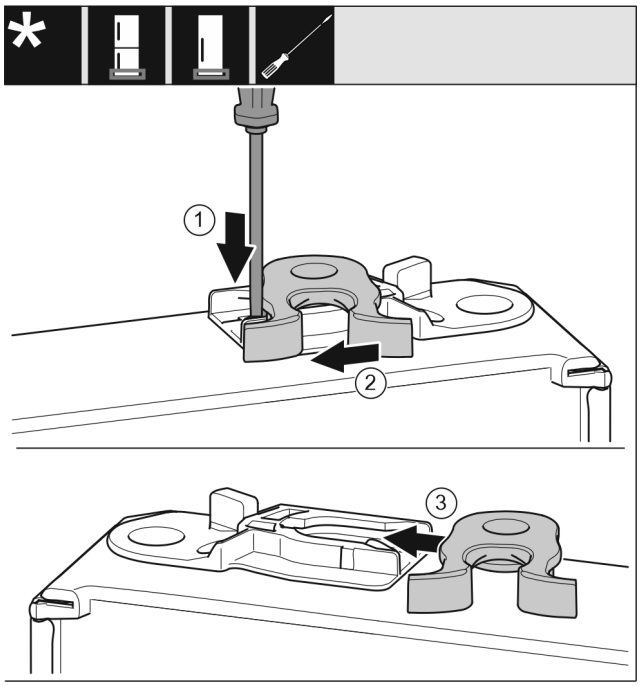

Fig. 18
- ▶ Lasche mit Schlitzschraubendreher nach unten drücken. *Fig. 18 (1)*
- ▶ Schließhaken aus Führung ziehen. *Fig. 18 (2)*
- ▶ Schließhaken auf anderer Seite in Führung schieben. *Fig. 18 (3)*